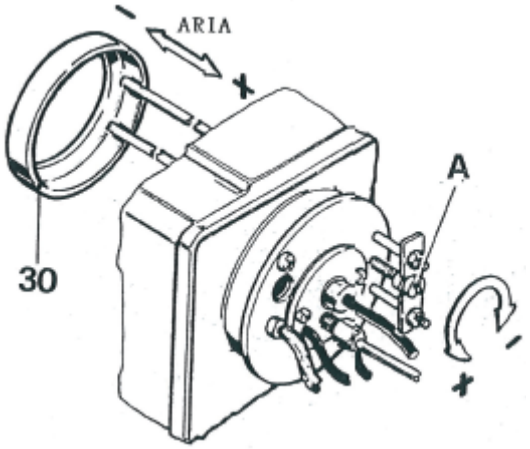

Рис. 10
- Для горелок, работающих на жидком топливе и газе, можно точно отрегулировать горение путем перемещения в продольном направлении кольца наддува (30) поворотом регулировочного винта (A) (Рис. 10). Поворот винта по часовой стрелке перемещает кольцо наддува вперед и уменьшает поток воздуха для горения, поворот против часовой стрелки перемещает кольцо назад и увеличивает поток воздуха. Рекомендуется выполнять указанные действия, пока не будут достигнуты оптимальные значения горения и условия пуска.